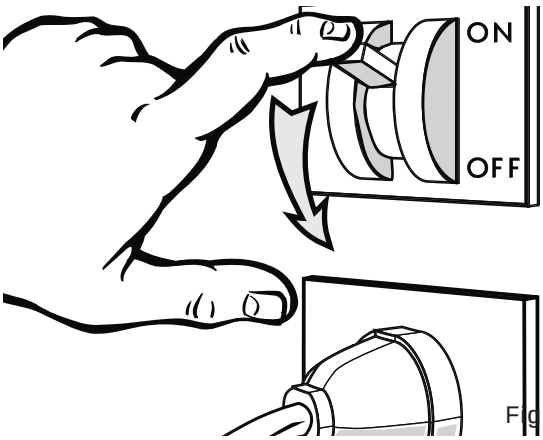

Fig. 19
- Desconectar la alimentación eléctrica del mueble mediante el interruptor seccionador general instalado en la pared ("Fig. 19").